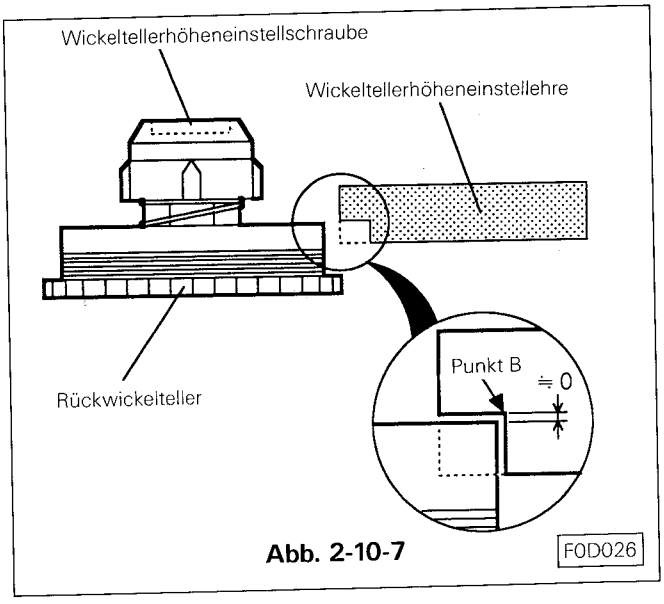

Abb. 2-10-7 F0D026
K. Die Lehre vorsichtig um Punkt A mit der Makierung SP zum Rückwickelteller bewegen. Die Aussparung B an der Lehre bestimmt die Höhe des Wickeltellers. (Siehe Abb. 2-10-7)
L. Die Höhe des Wickeltellers kann über die Schraube in der Mitte an der Oberseite des Wickeltellers eingestellt werden. Für die Einstellung den Wickelteller festhalten. (Siehe Abb. 2-10-7)